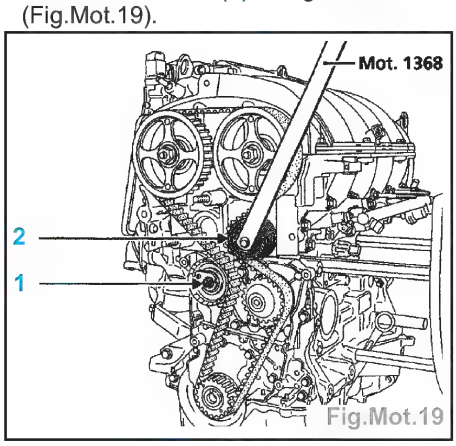

Fig.Mot.19
- Détendre la courroie de distribution en dévissant l'écrou (1) du galet tendeur (Fig.Mot.19).
- Veiller lors de la repose du galet tendeur à ce que l'ergot du galet soit correctement positionné dans la rainure (A).
- le galet enrouleur en serrant la vis de fixation à l'aide du **Mot. 1368** (au couple de 4,5 daN.m) (Fig.Mot.19).